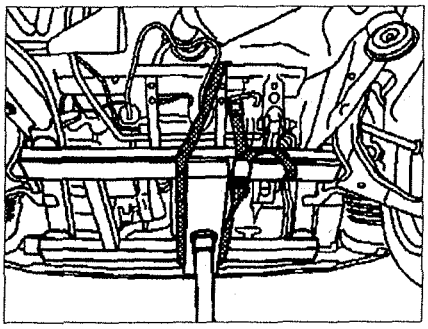

Рис. 3.3. Закрепите все отсоединенные детали ниже подрамника с помощью натяжной ленты.
23. Закрепите все отсоединенные детали ниже подрамника с помощью натяжной ленты (см.рис.3.3).